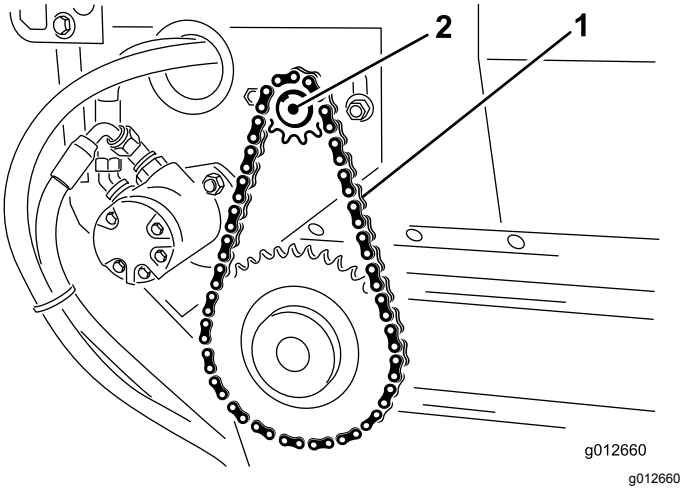

Figur 19
3. Løsne bolter og mutre som fester motor- og drevenheten til hovedrammen (Figur 19).
4. Roter motor- og drevenhet (Figur 19) i monteringssporene til båndkjedet gir etter 3,2 mm.
5. Stram monteringsboltene (Figur 19).